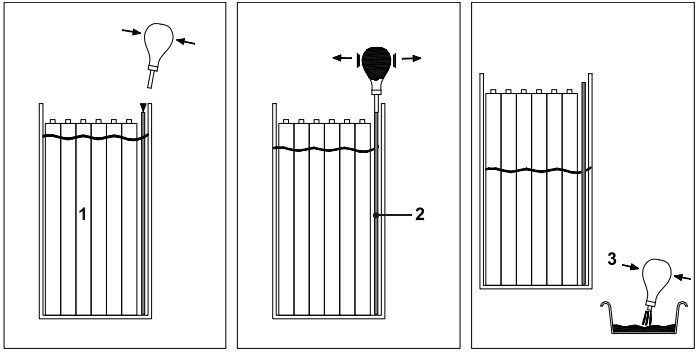

Figure 6-7. Draining the Water
- Drain the water that can accumulate at the bottom of the container (electrolyte overflow, leak in the filling circuit, battery cleaning…). Use the bulb supplied with the machine to drain the water as shown in the Figure 6-7.